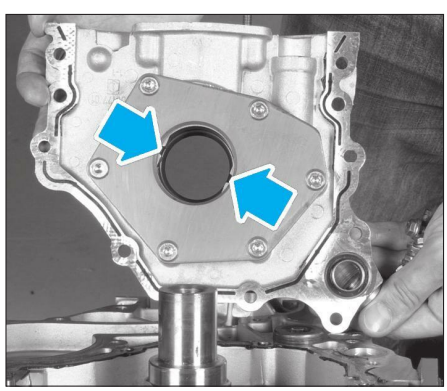

**Fig. 15**
- Engager la pompe à huile sur le vilebrequin en alignant les deux méplats de la pompe sur ceux du vilebrequin **(Fig.15)**.